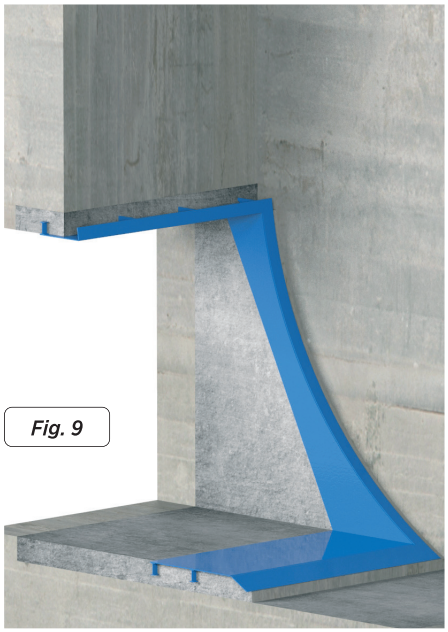

Fig. 9
- Per concludere il processo di montaggio dell'imboccatura, realizzare il secondo betonaggio. Questa operazione consiste nel riempire i vuoti tra il condotto e l'imboccatura assicurandosi che non rimanga nessuna sporgenza nel condotto (fig. 9).